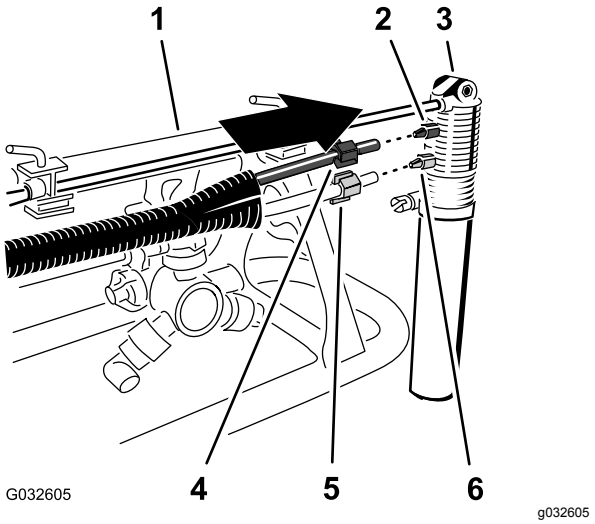

Figur 28
1. Sæt den blå kompressionsmøtrik over enderne på det blå rør og den hvide kompressionsmøtrik over det gennemsigtige rør (Figur 28).
2. Juster enden af det gennemsigtige rør med den hvide kompressionsmøtrik, så den passer med det hvide beslag på skummarkørdysen, og spænd kompressionsmøtrikken med hånden (Figur 28).
3. Juster enden af det blå rør med den blå kompressionsmøtrik, så den passer med det blå beslag på skummarkørdysen, og spænd kompressionsmøtrikken med hånden (Figur 28).